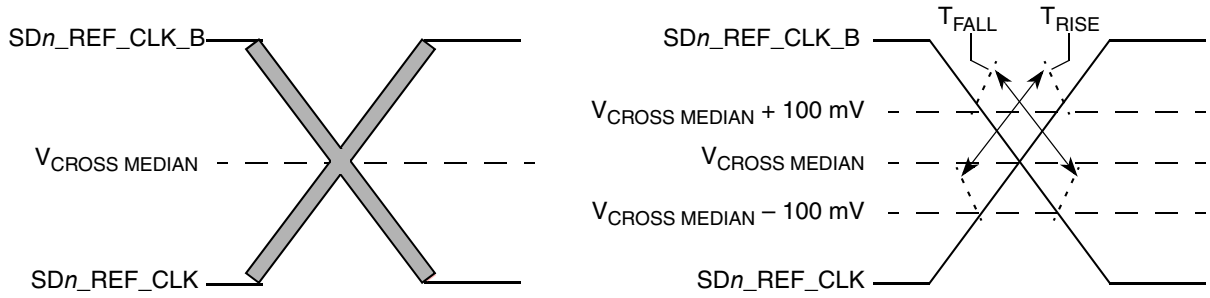

Figure 40. Single-Ended Measurement Points for Rise and Fall Time Matching
6. Matching applies to rising edge for SD_REF_CLK*n* and falling edge rate for SD_REF_CLK*n*_B. It is measured using a 200 mV window centered on the median cross point where SD_REF_CLK*n* rising meets SD_REF_CLK*n*_B falling. The median cross point is used to calculate the voltage thresholds that the oscilloscope uses for the edge rate calculations. The rise edge rate of SD_REF_CLK*n* must be compared to the fall edge rate of SD_REF_CLK*n*_B, the maximum allowed difference must not exceed 20% of the slowest edge rate. See Figure 40.